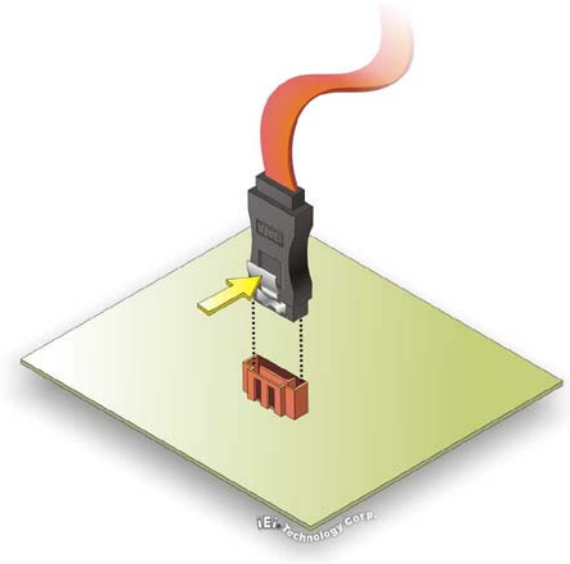

Figure 4-7: SATA Drive Cable Connection
Step 2: **Insert the cable connector**. Press the clip on the connector at the end of the SATA cable and insert the cable connector into the on-board SATA drive connector. See **Figure 4-7.**